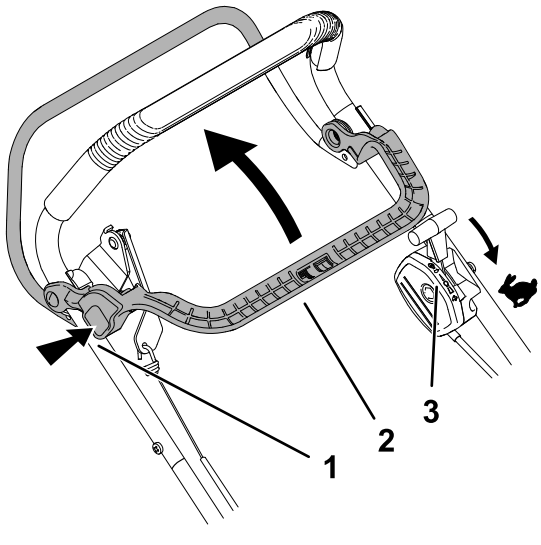

Figur 16
1. Påse at gasskontrollspaken er i HURTIG-stillingen (Figur 16).
2. Trykk på knivbremseclutchen (Blade Brake Clutch – BBC) og trekk BBC-kontrollspaken tilbake mot håndtaket (Figur 16).